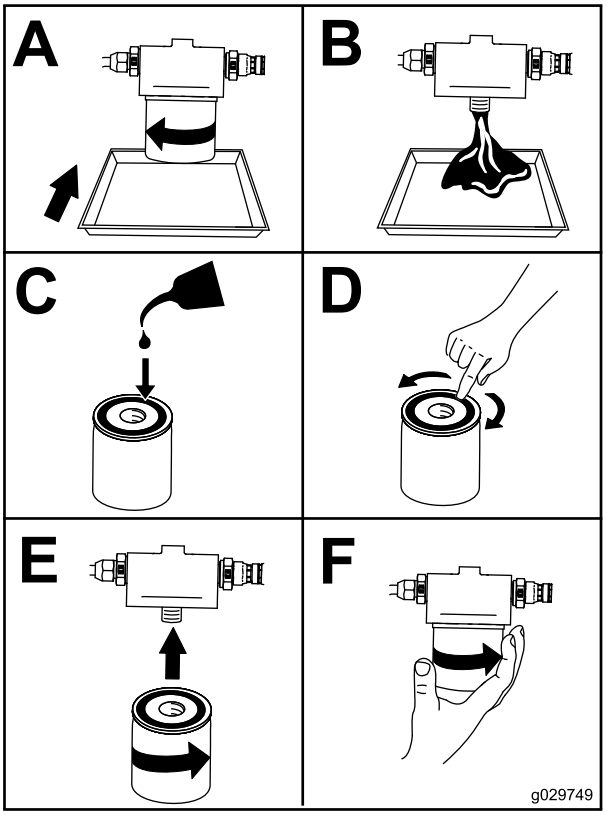

Rysunek 47
4. Wymień filtr oleju (Rysunek 47).